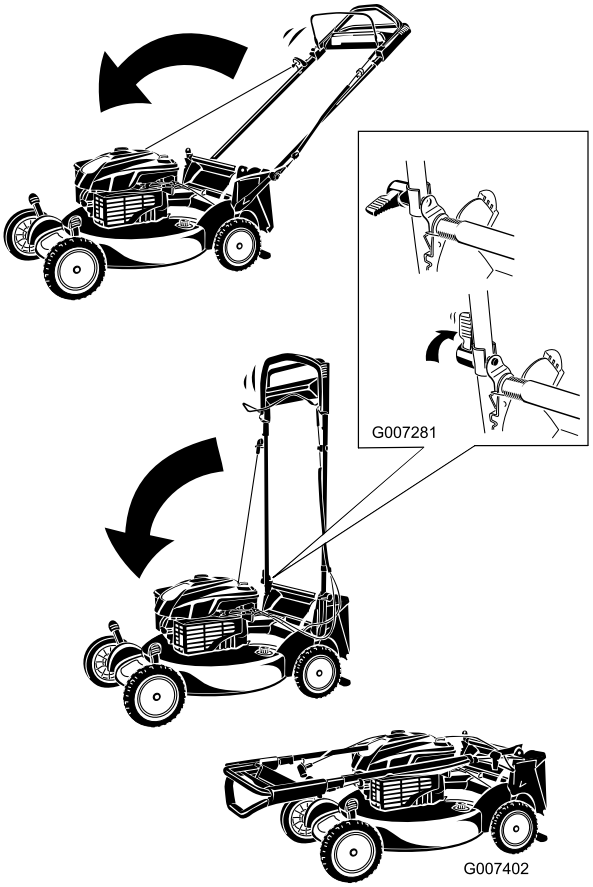

Figura 40
1. Fate ruotare la stegola in avanti (Figura 40).